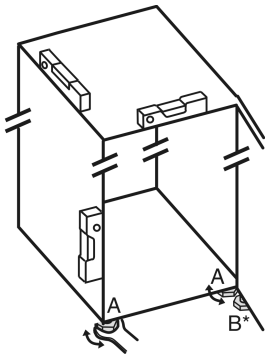

Fig. 6
▶ Stelvoetjes *Fig. 6 (A)* met meegeleverde steeksleutel en met behulp van een waterpas er uit draaien tot het apparaat vast en vlak is uitgelijnd.
▶ Stelvoetje *Fig. 6 (B)* op het lagerblok losdraaien met de bijgeleverde steeksleutel totdat deze op de vloer rust.
▶ Stelvoetje *Fig. 6 (B)* 90° verder draaien.